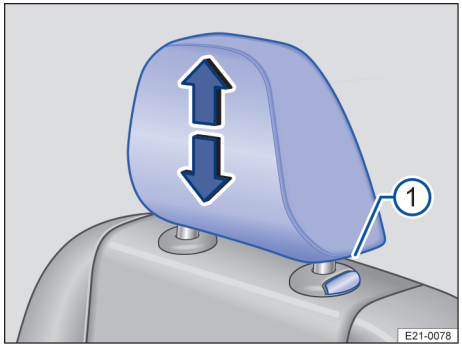
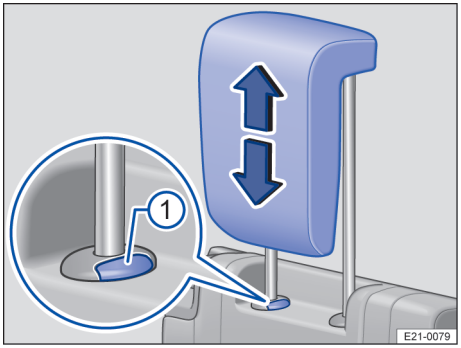

Fig. 78 Deuxième rangée de sièges : Dépose de l'appuie-tête
Fig. 79 Troisième rangée de sièges : Dépose de l'appuie-tête
— Retirez entièrement l'appuie-tête en appuyant sur la touche → fig. 78 ① ou → fig. 79 ①.